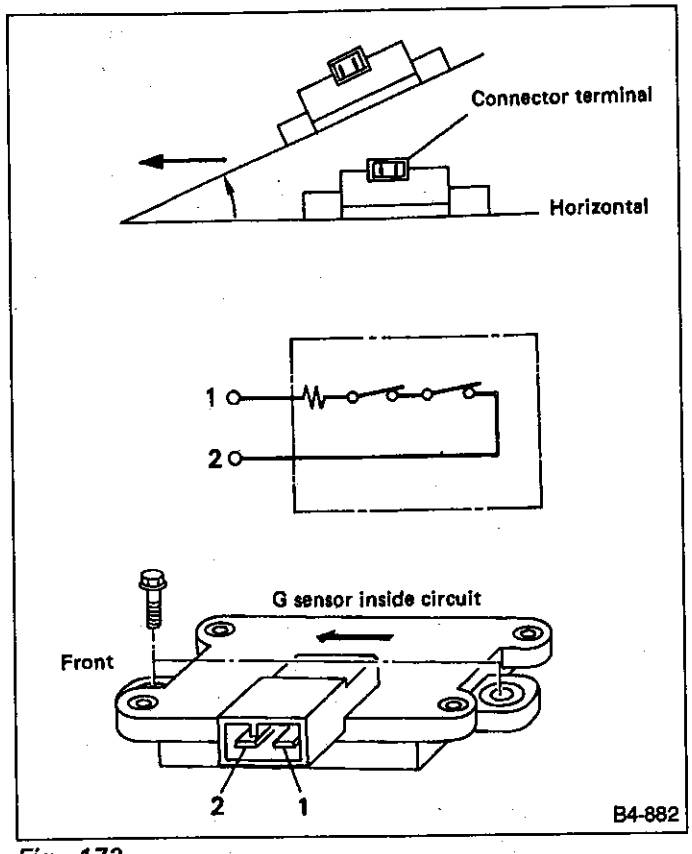

Fig. 173
a. Tilt G sensor forward as shown in Figure 173. If it is tilted backward, it will not operate.